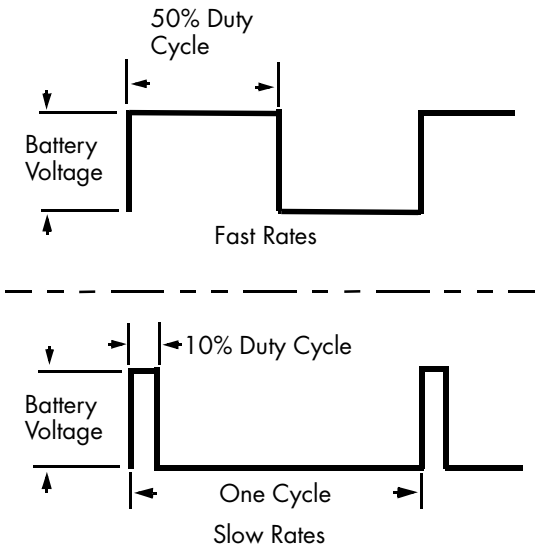

Figure 8-32: Pulse Width Modulation duty cycle
3. The L/L coil frequency is held constant while the pulse width will vary depending on the position of the L/L control. The output signals for slow and fast lowering rates are shown in Figure 8-32.